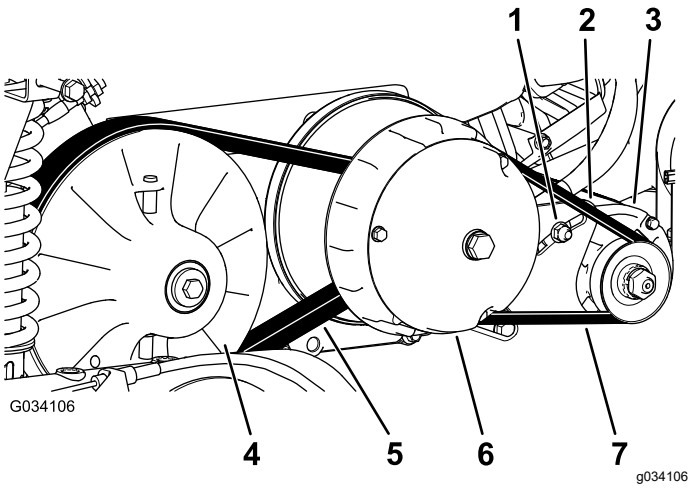

Figur 67
6. Vrid på remmen (Figur 67) och kontrollera om den är sliten eller skadad.
3. Vrid remmen och dra den över sekundärkopplingen (Figur 67).
4. Ta bort remmen från primärkopplingen (Figur 67).
5. Placera den nya remmen över primärkopplingen (Figur 67).
6. Vrid remmen och dra den över sekundärkopplingen (Figur 67).
2. Lossa startgeneratorns svängmutter (Figur 67).
4. Tryck bändstången nedåt för att vrida startgeneratorn nedåt i skåran tills remmen är så spänd att den endast böjs 6 mm då en kraft på 44 N·m appliceras (Figur 67).
5. Dra åt svängmuttern för hand och ta bort bändstången (Figur 67).